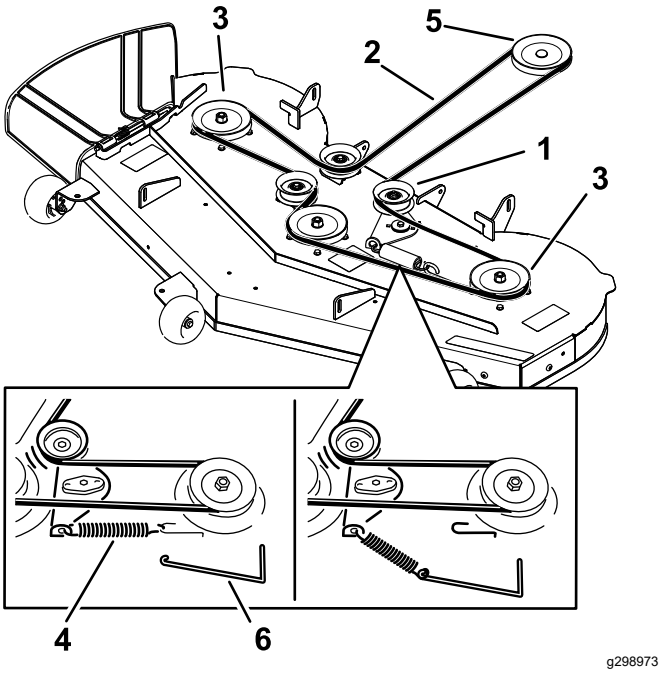

Figura 48
5. Usando una herramienta para la retirada de muelles (Pieza Toro Nº 92-5771), retire el muelle tensor del gancho de la carcasa para eliminar la tensión de la polea tensora, y retire la correa de las poleas (Figura 48).
6. Pase la correa nueva alrededor de las poleas del motor y del cortacésped (Figura 48).
7. Usando una herramienta para la retirada de muelles (Pieza Toro Nº 92-5771), instale el muelle tensor sobre el gancho de la carcasa y tense la polea tensora y la correa (Figura 48).